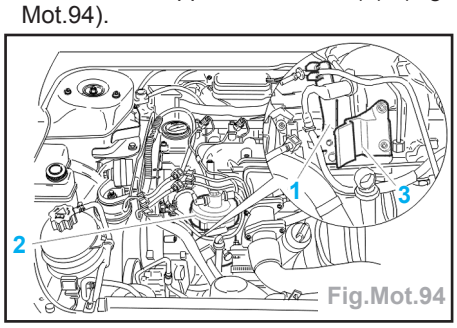

Fig.Mot.94
- Écarter le support faisceau (1) (Fig. Mot.94).